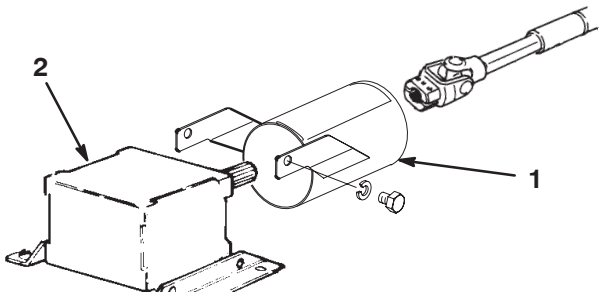

Figur 7
4. Skyv kraftuttakets akselverneplate på kraftuttakets aksel, still inn verneplaten som vist på figur 7.